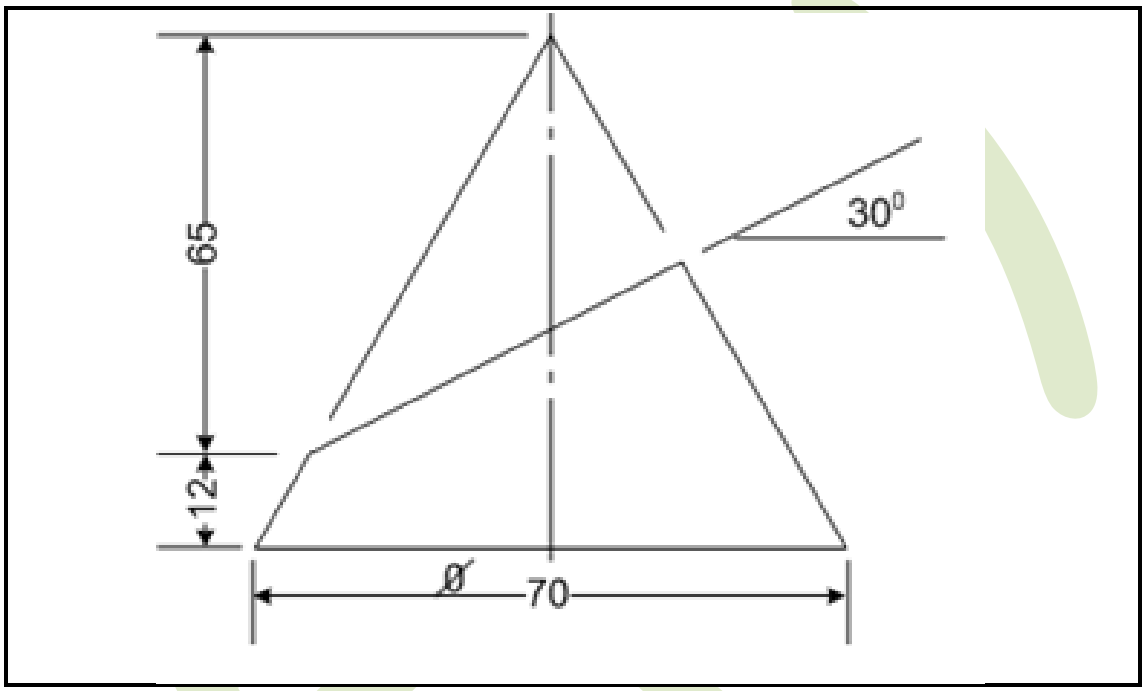

FIGURE 2
2.1 FIGURE 2 shows a cone cut at 30 degrees.